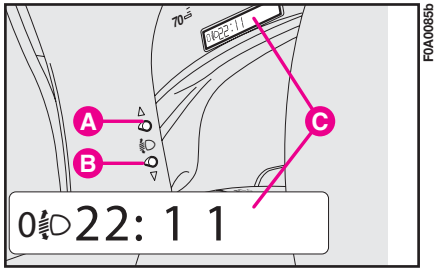

fig. 139
– appuyer et maintenir la pression sur le bouton **B-fig. 139** jusqu'à l'augmentation d'une position (par exemple: 0➟1, 1➟2, 2➟3);